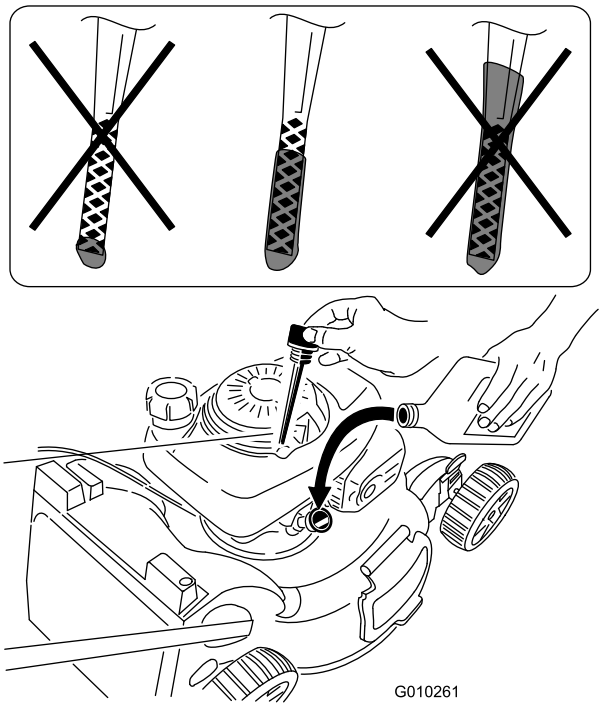

Figur 5
1. Fjern peilestaven (Figur 5).
2. Hell olje **sakte** i oljepåfyllingsrøret, og kontroller nivået med jevne mellomrom med peilestaven til den indikerer at motoren er full som illustrert i Figur 5. **Fyll ikke på for mye.** (Maks. påfyll: 0,55 l, **type: rensende SAE 30-olje** med API-serviceklassifisering SH, SJ, SL eller høyere.)